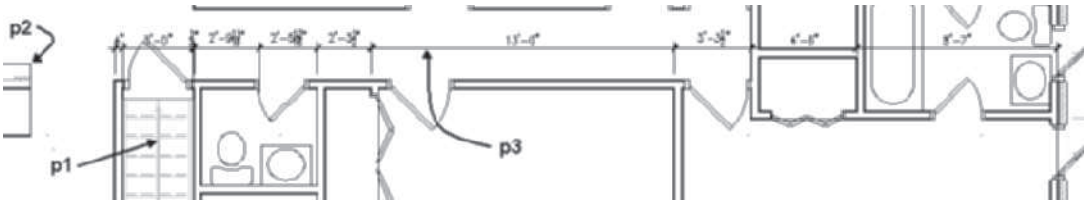

FIGURE 11.94 *Walls selection for an AEC Dimension*
Select Building Elements: *(Choose the stair at* p1 *shown in Figure 11.94.)*
12. An additional extension line can be added to the Interior dimension to specify the end of the wall at point **p2** as shown in Figure 11.94. Select the Interior dimension and choose **Add Extension Lines** from the **Modify** panel of the AEC Dimension tab. Respond to the workspace prompts as follows:
Pick dimension points on screen to add: *(Hold the* SHIFT *key down, right-click, and choose* Endpoint *to choose point* p2 *as shown in Figure 11.94.)*